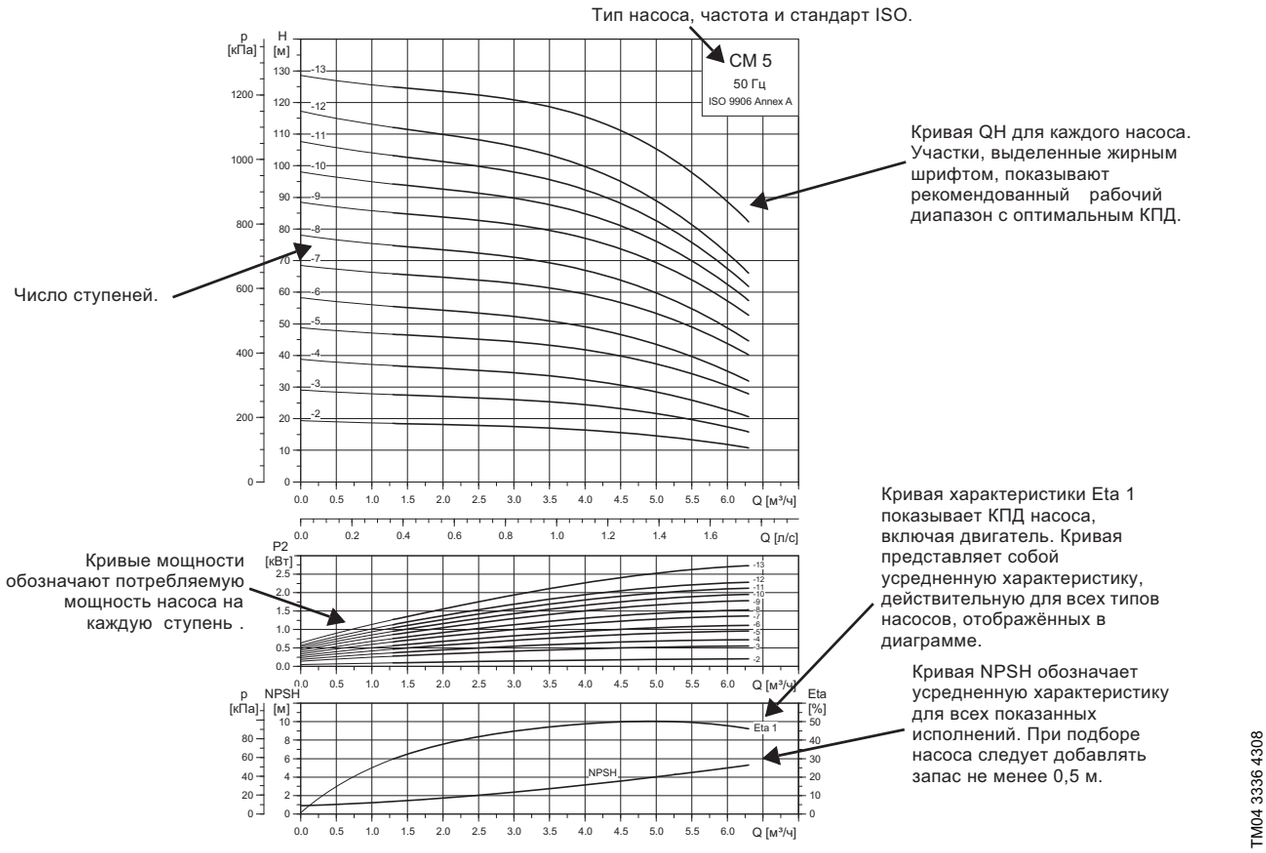

Рис. 32 Расшифровка диаграмм характеристик
- Насосы не должны работать, если подача меньше минимального значения, так как это может привести к перегреву насосов. На графике на рис. 32 показано минимальное значение подачи в процентах от ее номинального значения в зависимости от температуры перекачиваемой жидкости.